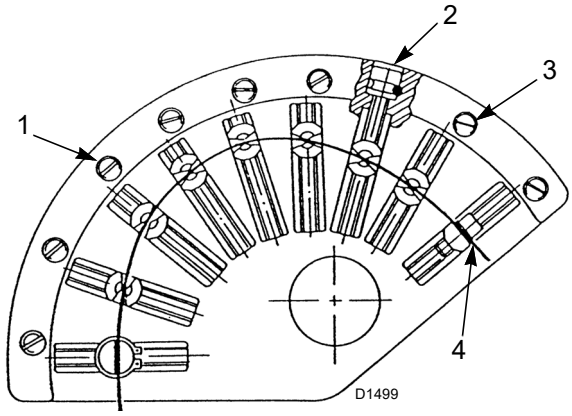

Fig. 34
Es necesario aumentar progresivamente el perfil inicial de la leva 1)(Fig. 34) mediante los tornillos 2)(Fig. 34).
Para una mejor repetibilidad de regulación, tomar la precaución de parar la rotación del grupo levas cuando el cojinete superior que se desliza por el perfil 4)(Fig. 34) se encuentre alineado con uno de los tornillos de regulación 2).
Leyenda (Fig. 34)
utilizar los tornillos de regulación 2)(Fig. 34) después de haber aflojado los tornillos 3).
- Regular el caudal de aire mediante la regulación de la leva de perfil variable interviniendo en los tornillos 2)(Fig. 34 en la pág. 32).
- Una vez que se logró una regulación óptima, recordar bloquear los tornillos de regulación de los perfiles de las levas mediante los tornillos 3)(Fig. 34 en la pág. 32).